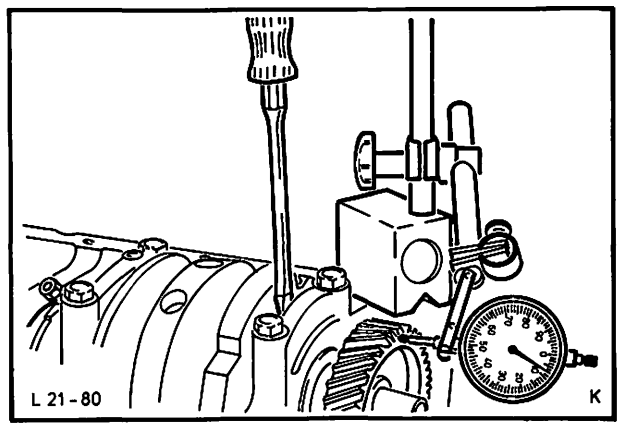

Abb. 112 Axialspiel der Kurbelwelle ermitteln
39. Axialspiel der Kurbelwelle mit einer handelsüblichen Tastuhr, Abb. 112, prüfen (siehe Technische Daten).